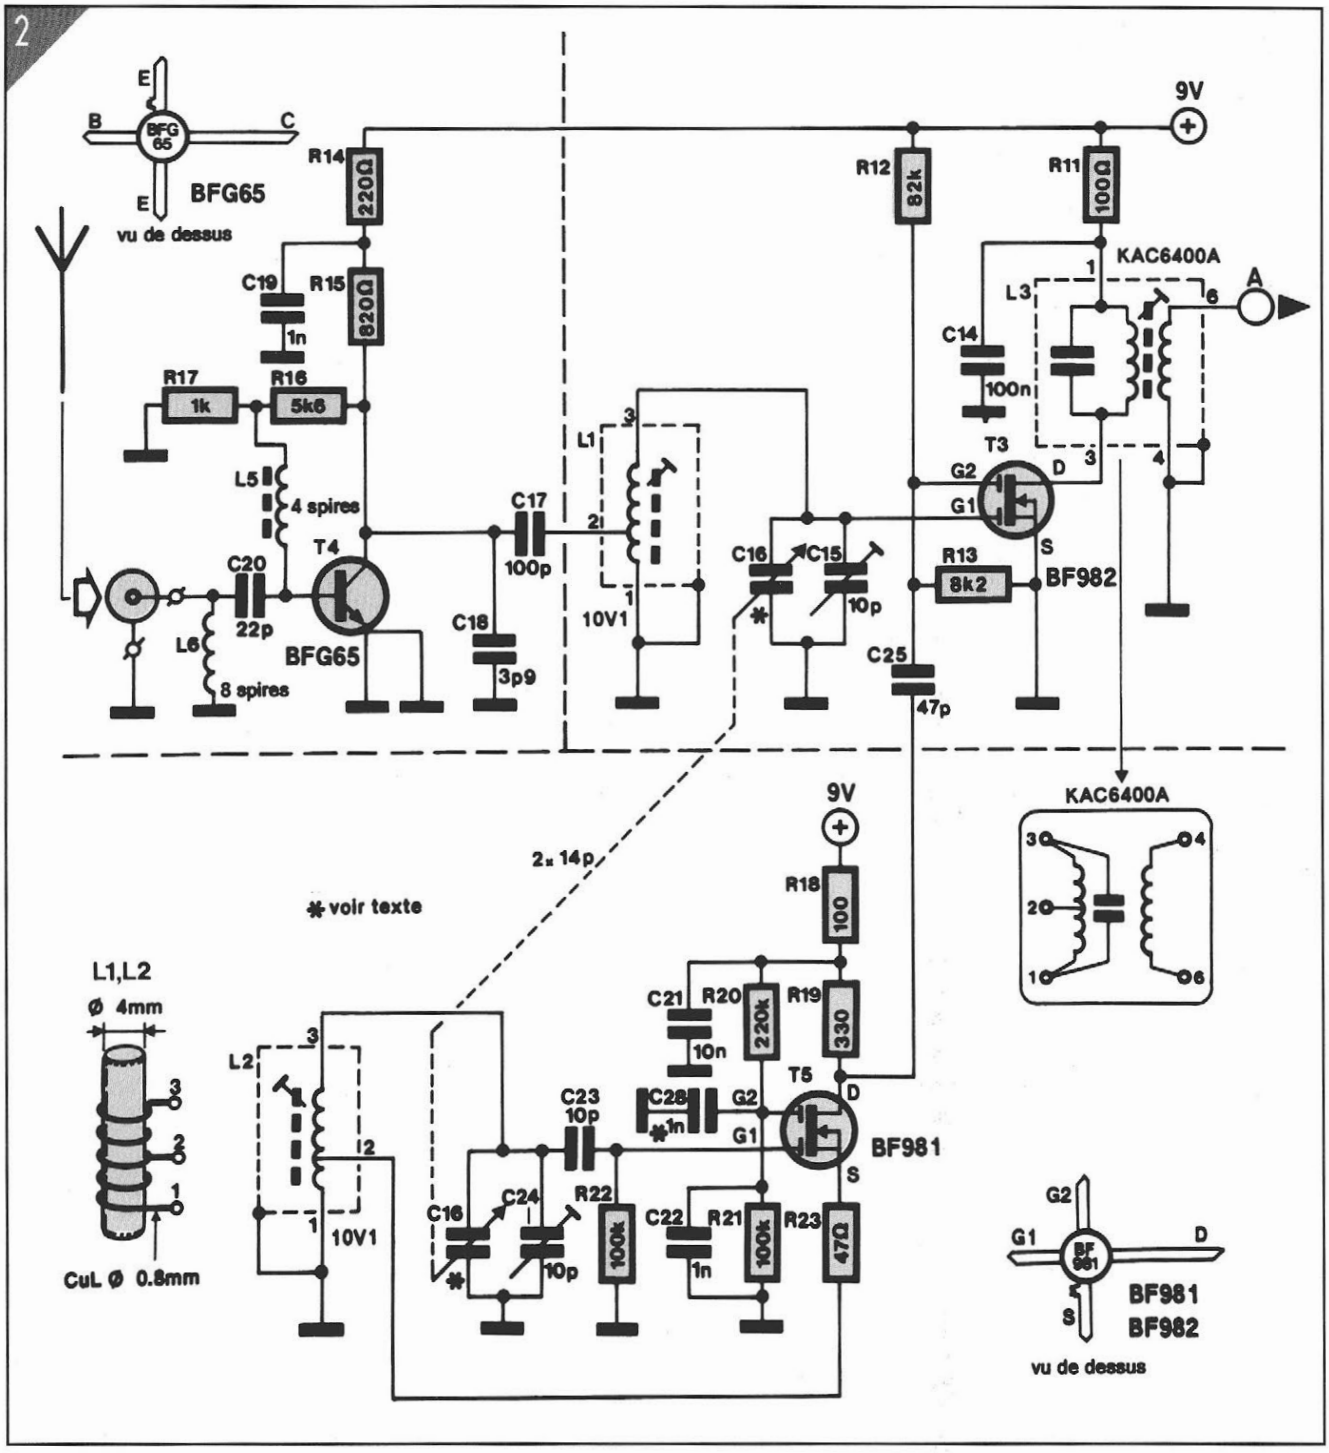
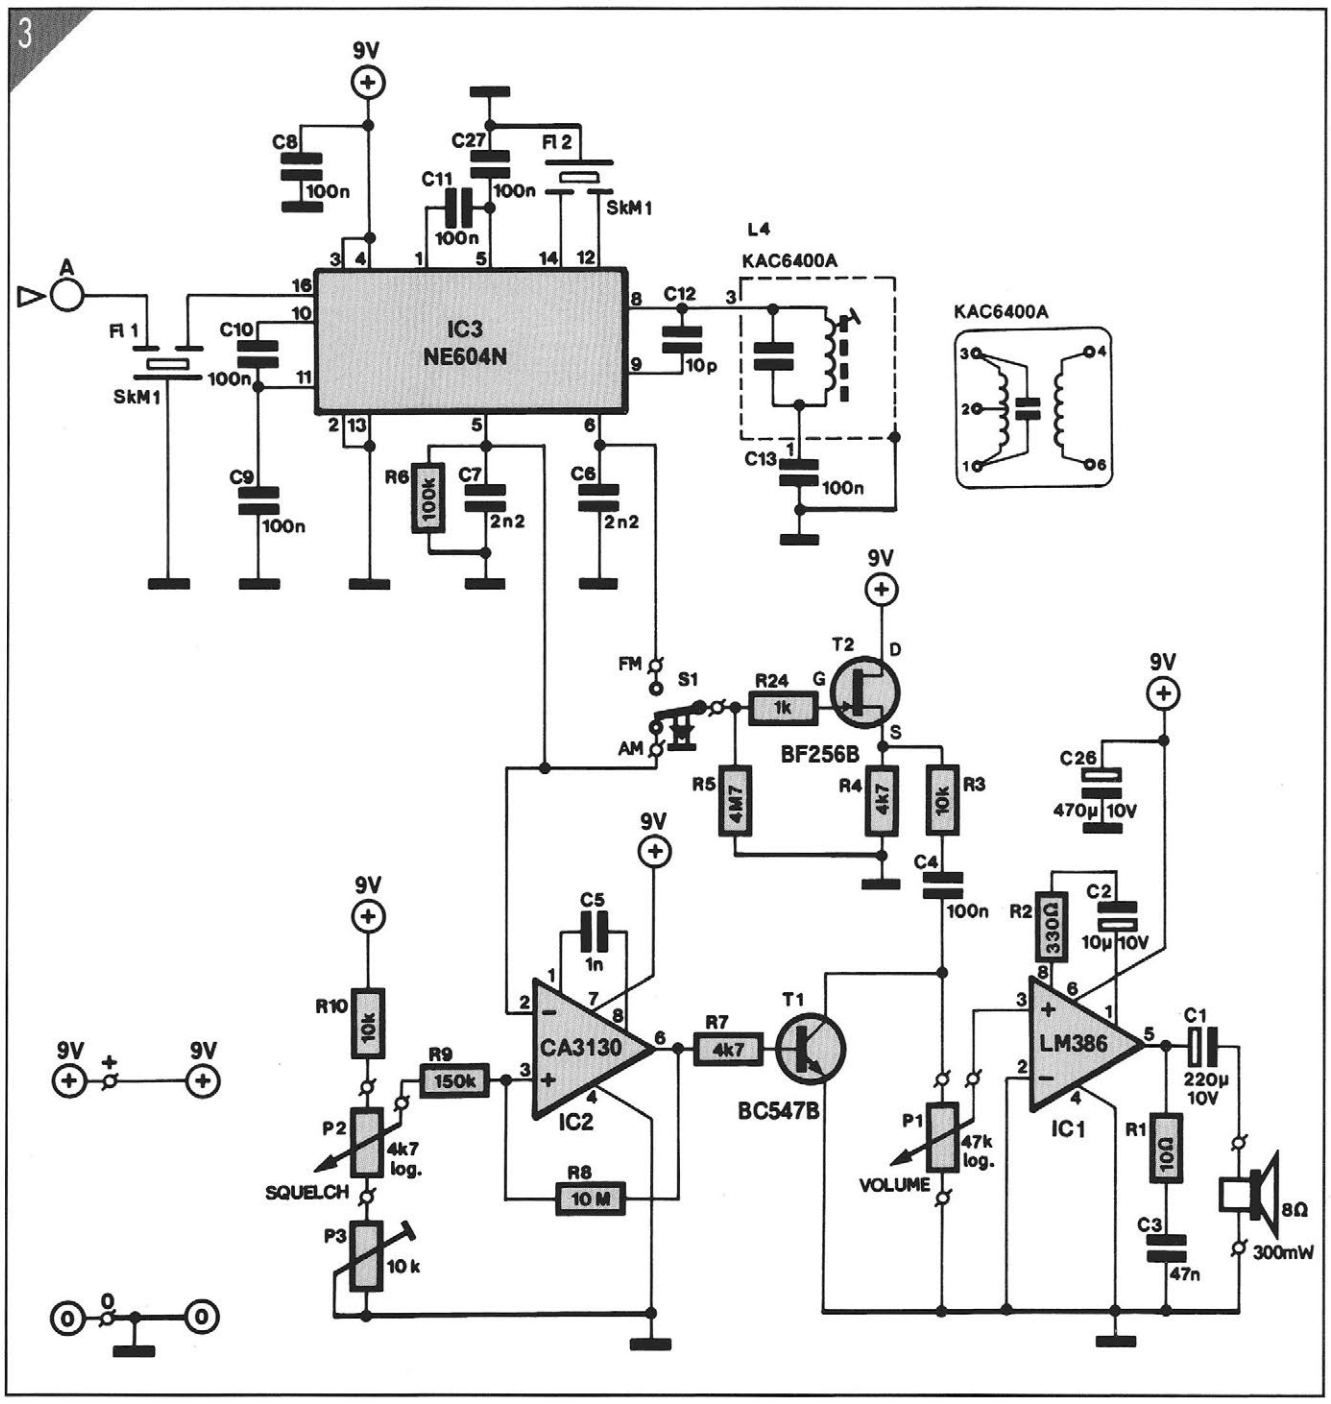

Figure 2 : L'électronique de la section HF du récepteur VHF. On remarquera la présence du condensateur à air double C16 utilisé pour la syntonisation.
Figure 3 : Schéma du sous-ensemble de la fréquence intermédiaire à 10,7 MHz, du squelch et de l'amplificateur BF.
Il sera donc prudent, en de pareilles circonstances, d'utiliser des condensateurs dont la tension de service en continu soit de 650 VDC au moins (**figure 3**).
Figure 3 : Voici ce qui nous attend lorsque nous aurons un système européen de distribution d'électricité. Mais les distributeurs fournissent du 220 V à ± 10% : cette valeur nominale de 230 V peut donc déjà être légalement dépassée !
La **figure 2** donne le schéma de la partie HF de notre récepteur VHF : l'amplificateur HF, un filtre passe-bande ajustable, l'étage de mélange et l'oscillateur d'accord. Pour vous éviter que le schéma ne devienne par trop complexe, nous avons divisé en deux l'électronique de ce récepteur. La symbole A représente le point de connexion de ce schéma vers celui de la **figure 3**.
Le schéma de la **figure 3** montre le détail de l'électronique nécessaire à la réalisation de l'amplificateur de fréquence intermédiaire (FI), des démodulateurs, du circuit de suppression de bruit (squelch) et de l'amplificateur BF.
La première étape de la construction de ce récepteur consiste à fabriquer les inductances L1 et L2. Ces deux inductances, de caractéristiques identiques, sont bobinées sur un support en plastique du type 10V1 de Néosid. Comme l'illustre le croquis additionnel de la **figure 2**, les inductances comportent 4,5 spires bobinées sur une longueur de 15 mm et le point 2 correspond à une prise intermédiaire effectuée à deux spires environ de l'extrémité de l'inductance reliée à la masse. Il est important, lors de la soudure des extrémités des fils de cuivre sur les broches métalliques prévues à cet effet sur le corps de l'inductance, d'éviter une surchauffe de la base du corps de l'inductance.